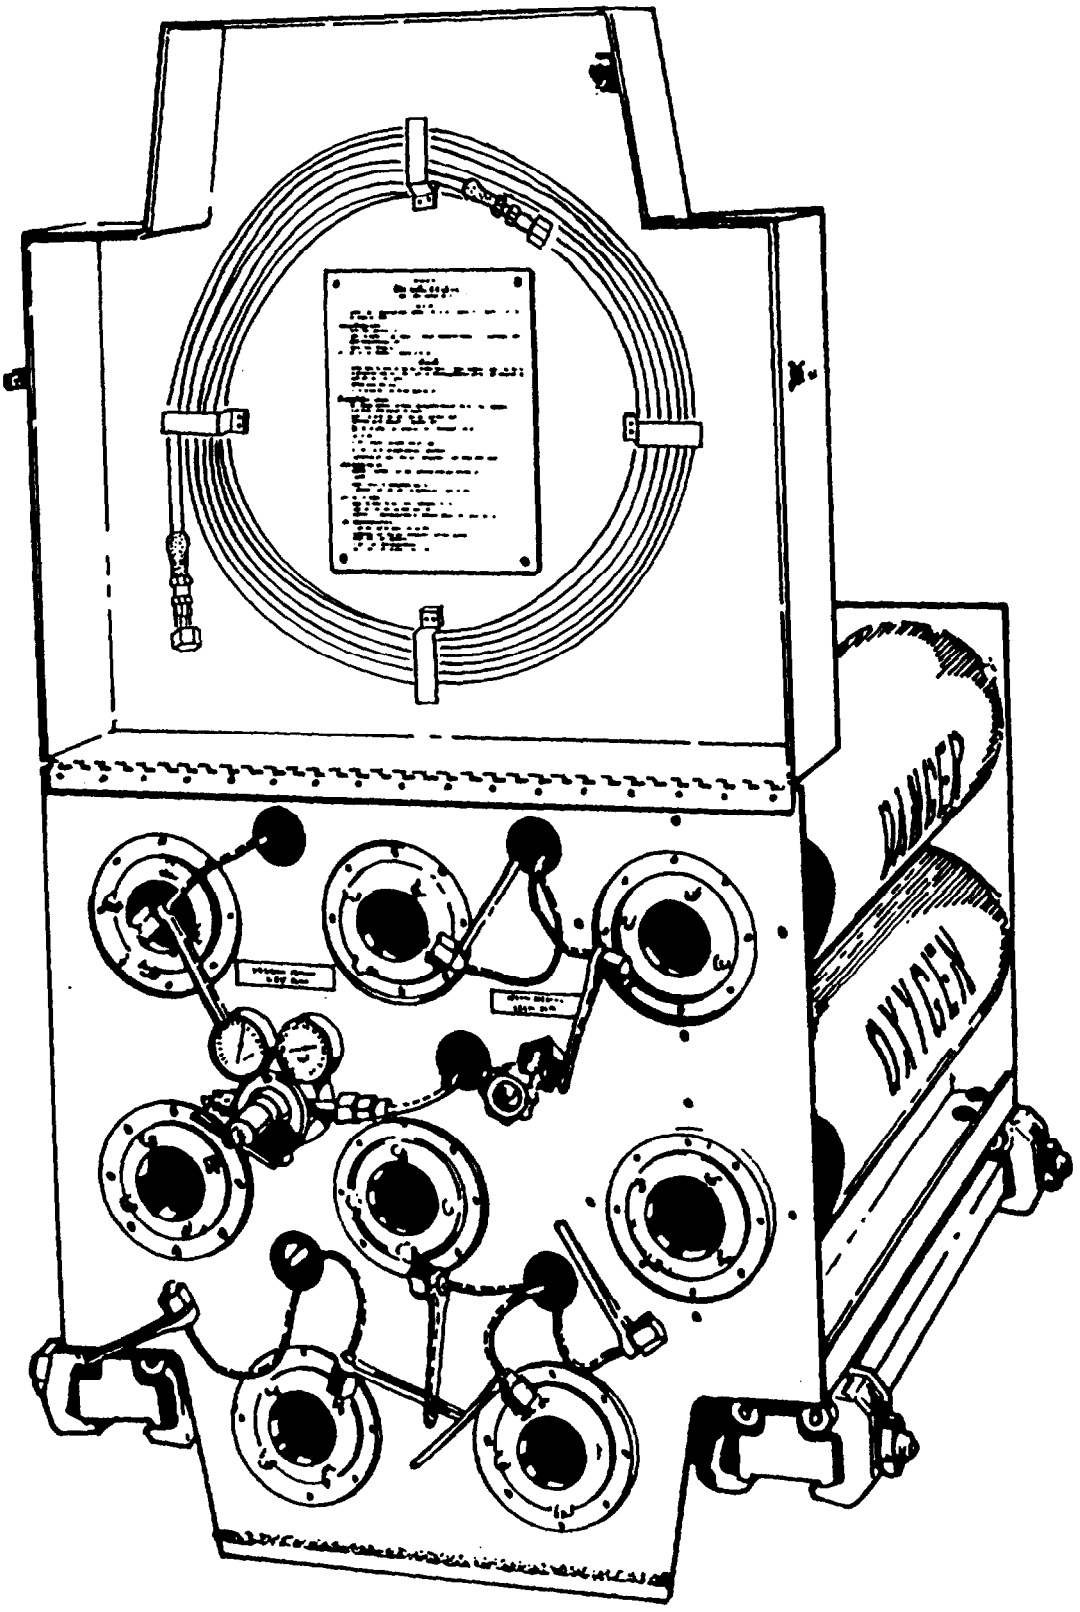

Figure 9-24. Oxygen Servicing Unit
(6) Maintenance. Consult the applicable maintenance manual for scheduled and preventive maintenance requirements.
g. Oxygen Servicing Unit. The oxygen servicing unit, shown in figure 9-24, will provide oxygen at a maximum pressure of 3,000 psig. Each of the eight bottles will hold 224 cf of oxygen. The flow capacity of the regulator is 1,500 scfh at 2,300 psig delivered.
(1) Purpose. The oxygen servicing unit is designed to provide a means of carrying standard high pressure oxygen bottles and of interconnecting them to provide regulated single output which can be adjusted for pressure. It is used to service aircraft and other equipment which requires pressurized oxygen.
(2) Principles of operation. The oxygen servicing unit consists of eight cylindrical tubes, each of which can house a standard high-pressure oxygen bottle lying on its side. Pigtails and a manifold are used to interconnect the oxygen bottles to provide a single output. Each pigtail is connected to a check valve to prevent backflow. A manual control valve, connected to the manifold, is used to supply the oxygen directly from the oxygen bottles to the receiving equipment. An adjustable, dual indicator regulator controls the oxygen output at the desired pressure. The oxygen supply is transferred through a 25 foot flexible output service hose.
(3) Safety practices and procedures. The following special precautions should be observed when using the oxygen servicing unit:
(4) Operating procedures. The following general procedures pertain to the operation of the oxygen servicing unit: